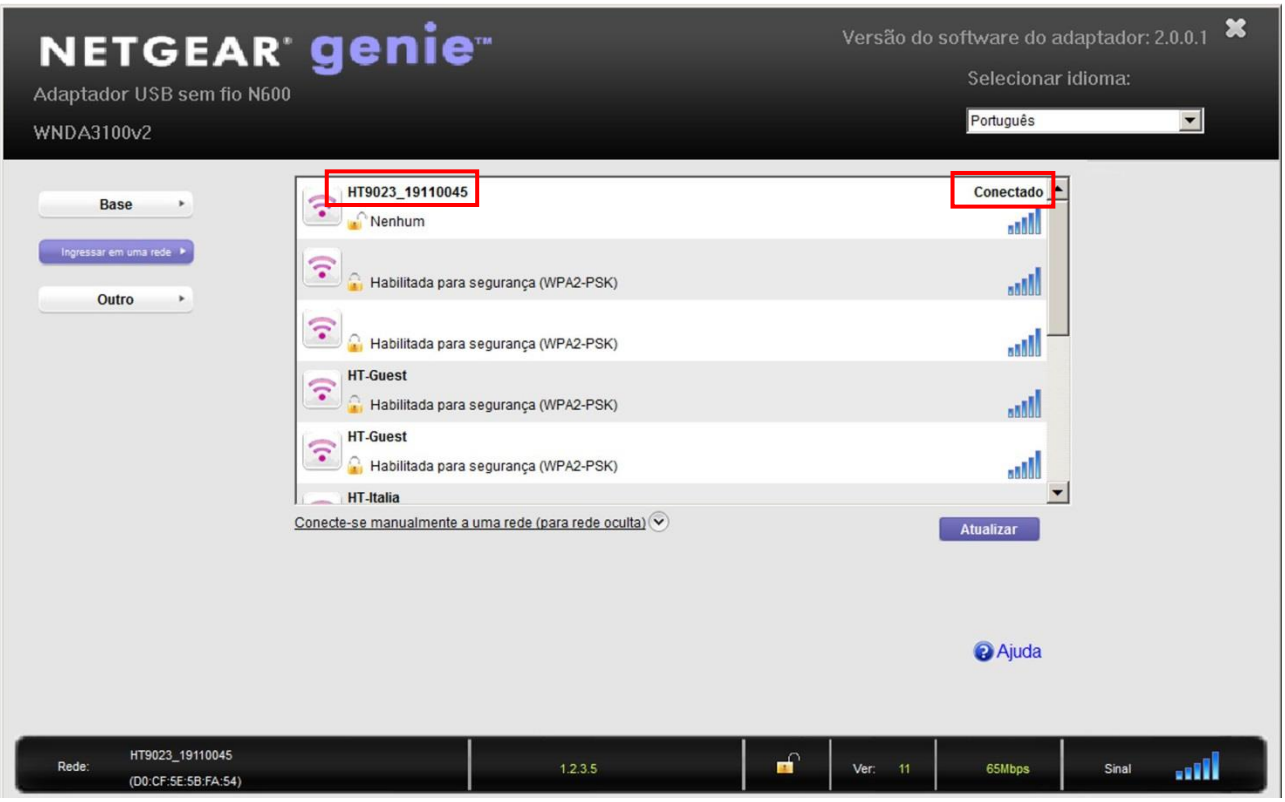

Fig. 15: Conexão WiFi do equipamento a um PC (exemplo)
5. Procure o equipamento “**HT9023_xxxxxxxx**” no dispositivo WiFi presente no PC e conecte-o como mostra o **exemplo** a seguir Fig. 15